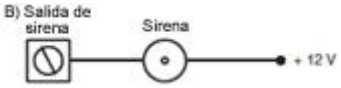

Figura 8. Aplicación típica
También se puede usar un cable de alimentación con un enchufe. Si se utiliza esta opción, el cable y el enchufe deben ser aptos para 230 V de CA a 1A. El cable debe acoplarse con el conector adecuado (Figura 8) para enchufarlo directamente al módulo de suministro eléctrico.
- Unidad de suministro eléctrico (SAI) en modo conmutado con el zócalo de entrada de CA de la figura 8 y el cable de salida del enchufe del conector.